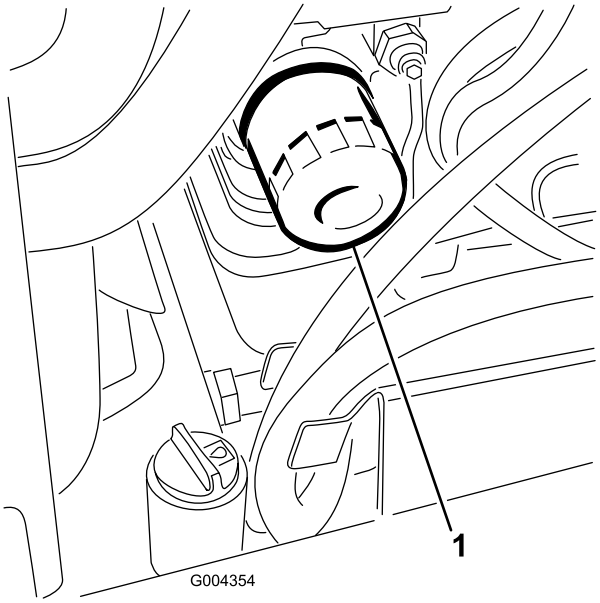

Rysunek 36
3. Wyjmij stary filtr (Rysunek 36) i wytrzyj powierzchnię uszczelki adaptera filtra.